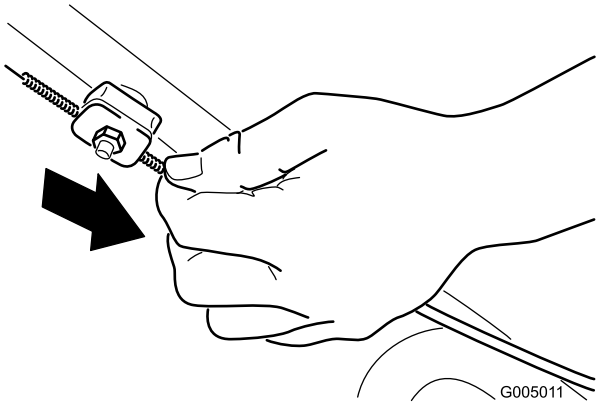

Figuur 23
2. Trek de kabelmantel omlaag (naar de maaimachine toe) om alle speling uit de kabel te halen (Figuur 23).